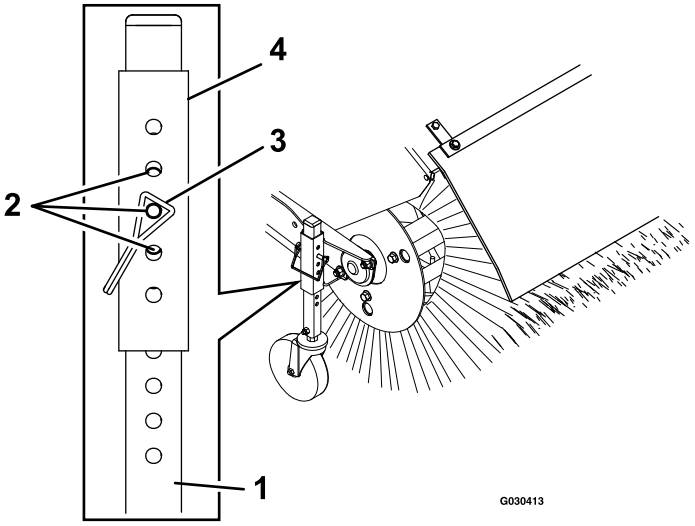

Figur 17
5. For at justere kostens højde – fjern og gem stiften fra justeringsmuffen og styrehjulsrøret (Figur 17).
7. Udførsel af finjusteringer – skub justeringsmuffen ét stifthul op eller ned på styrehjulsrøret for at justere kostens højde med 3 mm intervaller (Figur 17). Gentag trin 5 til 7 på det andet styrehjul.